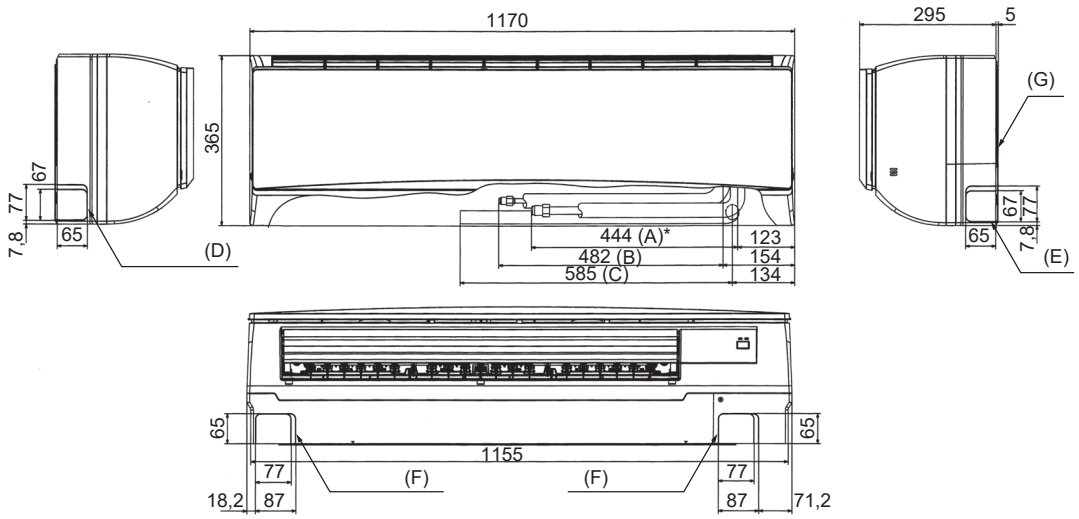

Fig. 4-3
4.4. Mise en place des tuyaux de réfrigérant et d'écoulement (Fig. 4-3)